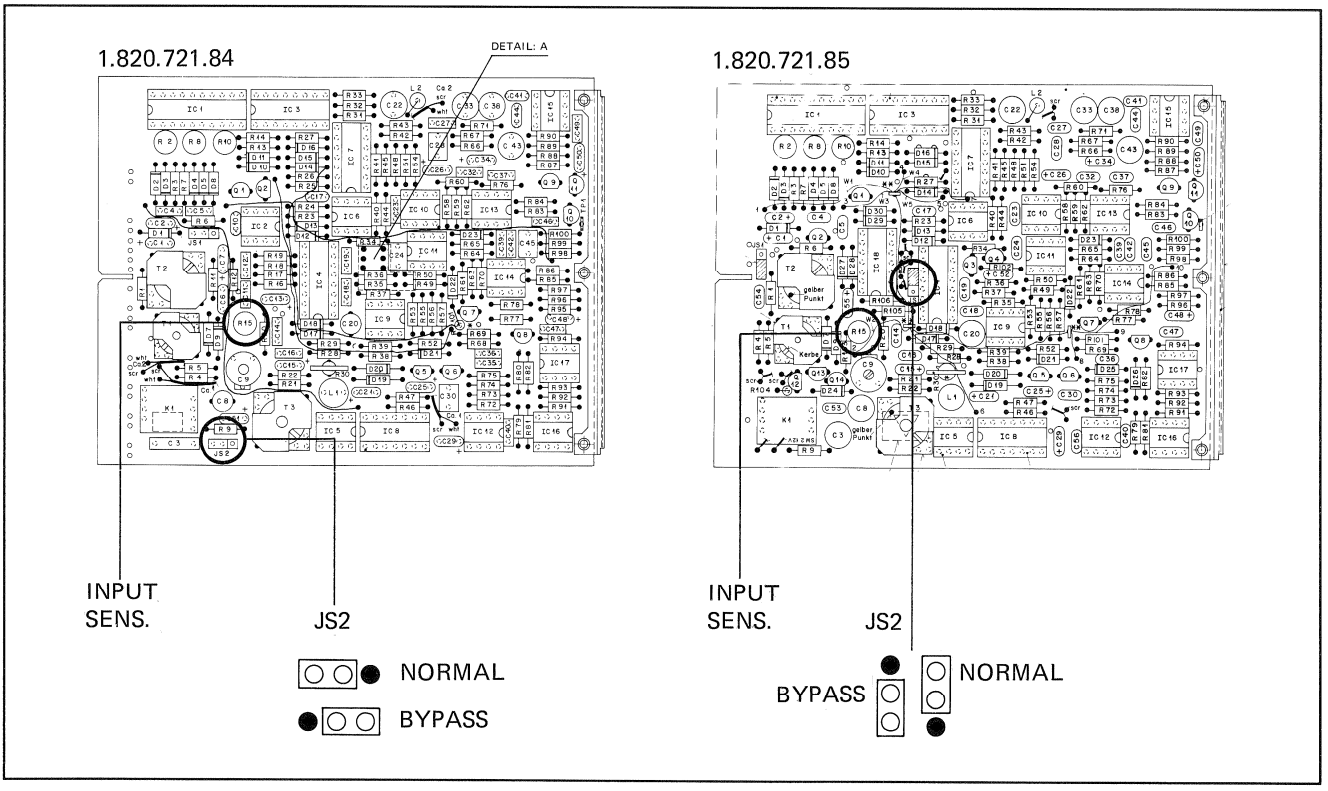

Fig. 7.1
- CODE DELAY UNIT ausbauen, Brückenstecker JS2 auf der CODE READ/WRITE UNIT in Stellung "BYPASS" umstecken (falls nicht schon erfolgt, siehe Fig. 7.1).